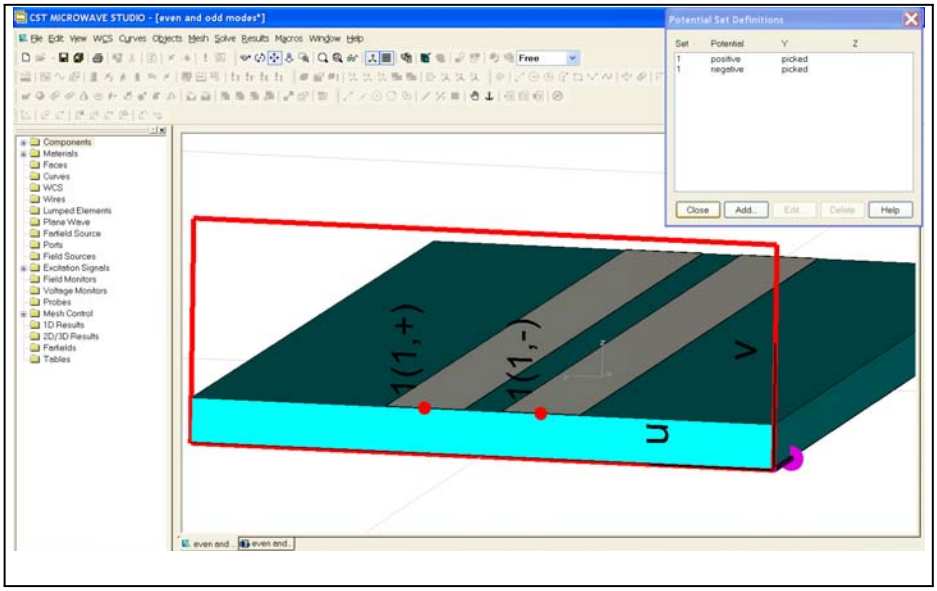

Figure 19 - Odd mode definition.
6. Delete the port and define a new port with the same dimension as before. Now, define only two potentials, as shown in Figure 19.